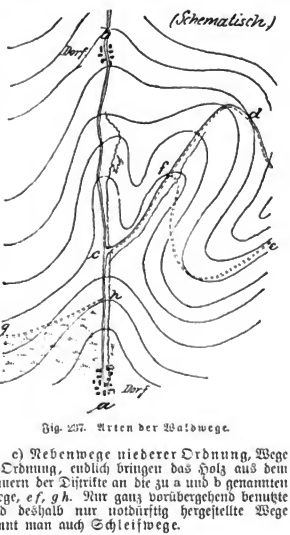
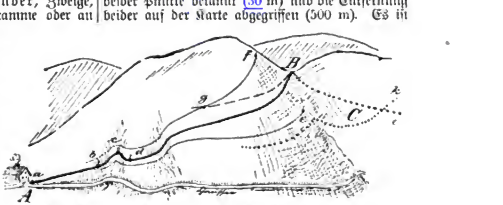
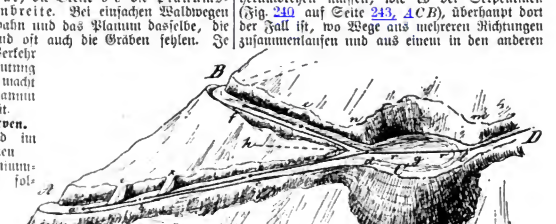
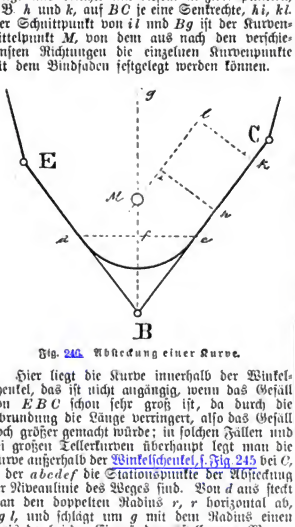

Fig. 237. Arten der Waldwege.
Fig. 240. Wegeabsteckung an einem Berghange (schematisch).
Fig. 245. Tellerkurve.
Fig. 246. Absteckung einer Kurve.
Waldwege. Die schematische Fig. 237, die das Terrain durch Horizontalkurven veranschaulicht, stellt einen Waldteil dar, der bei *b* höher als bei *a* liegt, von dessen Längsthal *a b* sich ein Seitenthal *e f* abzweigt und der am Dorfe *a* von einer Wiese begrenzt wird.
a) **Thalwege oder Thalrandwege**, solche Wege, welche dem Verlaufe eines Thales folgen und meist an die Grenze zwischen Hang und Thalsohle gelegt werden, z. B. die Chaussee in Fig. 240 auf Seite 243, sowie *a b* in Fig. 237.
c) **Höhenthalwege, Steigen**, Verbindung hochgelegener Punkte mit tiefliegenden, z. B. der Weg *A B* in Fig. 240 auf Seite 243.
e) **Kulturgrenzwege**, welche auf der Grenze zweier Kulturarten (Wald und Feld) liegen. *g h*, Fig. 237.
Wegeabsteckung. Sie bietet in der Ebene keine Schwierigkeit. Das Nachstehende bezieht sich auf die Wegeabsteckung im Berg- und Hügellande. Denkt man sich einen Weg von der Seite, etwa vom gegenüberliegenden Hange, gesehen, so erscheint er als Linie, die wir die Nivellinie des Weges nennen und die die Höhenlage des Weges angiebt; diese im Terrain abzustecken, ist die erste Arbeit. Anfangs- und Endpunkt sei gegeben, *A*, *B* (Fig. 240), ebenso sei der Höhenunterschied beider Punkte bekannt (30 m) und die Entfernung beider auf der Karte abgegriffen (500 m). Es ist
1. Kurven im Terrain, das sind Wegekrümmungen, die durch größere oder kleinere Falten des Terrains bedingt sind, wie z. B. die Kurven bei *b*, *c* und *d* in Fig. 240 auf Seite 243; ihre Lage ergiebt sich aus den einzelnen Brechpunkten der Niveau- und noch besser der Planumskantenlinie. Die Ecken dieser Linie müssen durch Kurven abgerundet werden, und zwar genügt meist die Absteckung der Kurven aus freier Hand. Vergl. Wegeabsteckung. Es kann aber auch vorkommen, daß zwei Linien der Wegeabsteckung unter so spitzem Winkel zusammenstoßen, wie es beim Passieren eines tiefen Wasserrisses, eines sehr scharfen Berggrates möglich ist, daß eine genaue Prüfung der Größe des Radius unerläßlich bleibt, es genügt dann die einfache Absteckung der Kurven nach dem Augenmaße nicht mehr, es bleibt vielmehr das unten beschriebene Verfahren (Fig. 246) anzuwenden. Meist wird in solchen Fällen, um den Minimalradius zu erreichen, der Weg ganz in den Auftrag oder ganz in den Abtrag zu legen sein, wie letzteres in Punkt *B*, Fig. 245, der Fall ist, während bei *A* der Radius des Terrains allein schon ausreicht.
2. Tellerkurven werden erforderlich, wo Wagen auf eng begrenzten Stellen sich vollständig herumdrehen müssen, wie es bei Serpentinen (Fig. 240 auf Seite 243, *ACB*), überhaupt dort der Fall ist, wo Wege aus mehreren Richtungen zusammenlaufen und aus einem in den anderen
eingebogen werden muß. (Fig. 245, *ACB*.) An solchen Stellen müssen Plätze geschaffen werden, welche den Wagen das Durchfahren eines Kreises
Absteckung der Wegkurven. Im Waldwegebau werden die Kurven als Kreise bezw. Kreisteile abgesteckt. Die Absteckung der Wegeniveaulinie mittels Pendelinstrumentes hat bei B der Fig. 245 die Linien CB, BE der Fig. 246 ergeben, eine oberflächliche Abrundung ist, da der Winkel CBE zu spitz, nicht angängig. Es kommt zunächst darauf an, den Mittelpunkt des Kreises zu finden. Mit auf BE und BC gleiche Stücke ab, Bd, Be, halbiere de in f und stecke in die Verlängerung von Bf einen Stab g. Der Radius soll 9 m sein; nimm einen Bindfaden von dieser Länge und errichte mit diesem in zwei Punkten, z. B h und k, auf BC je eine Senkrechte, hi, kl. Der Schnittpunkt von il und Bg ist der Kurvenmittelpunkt M, von dem aus nach den verschiedensten Richtungen die einzelnen Kurvenpunkte mit dem Bindfaden festgelegt werden können.
Hier liegt die Kurve innerhalb der Winkelschenkel, das ist nicht angängig, wenn das Gefäll von EBC schon sehr groß ist, da durch die Abrundung die Länge verringert, also das Gefäll noch größer gemacht würde; in solchen Fällen und bei großen Tellerkurven überhaupt legt man die Kurve außerhalb der Winkelschenkel, f. Fig. 245 bei C, in der $abedef$ die Stationspunkte der Absteckung der Niveaulinie des Weges sind. Von d aus steckt man den doppelten Radius r, r horizontal ab, dgl, und schlägt um g mit dem Radius einen Kreis, der bei den Einmündungsstellen von Wegen, n, m, nach außen abzurunden ist.
In der Praxis kommen noch viele andere Fälle vor, so auch der, daß man eine Kurve halb innerhalb, halb außerhalb der Winkelschenkel legt. Bei komplizierten Verhältnissen thut man am besten, die Stationspunkte der Wegeabsteckung $abedef$, Fig. 245, aufzumessen, aufzutragen, auf dem Papier die beste Kurve zu ermitteln und diese dann in das Terrain zu übertragen. Man darf bei der Aufnessung nur nicht übersehen, von einigen festen Punkten (Pfählen) aus die Situation aufzunehmen, denn nur an diese kann man sich bei der Absteckung wieder anlehnen.